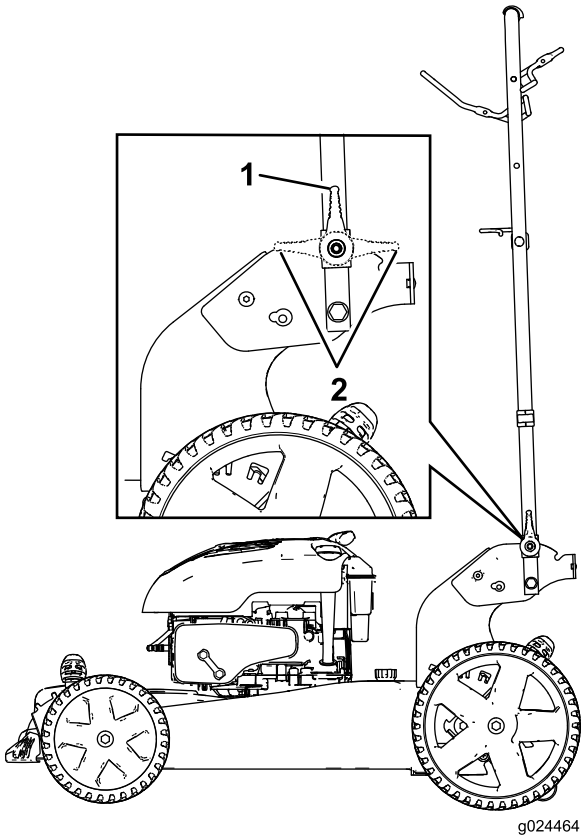

Figur 29
2. Fäll handtaget framåt, antingen till det lodrätta läget eller så långt framåt som möjligt. Se Figur 29.